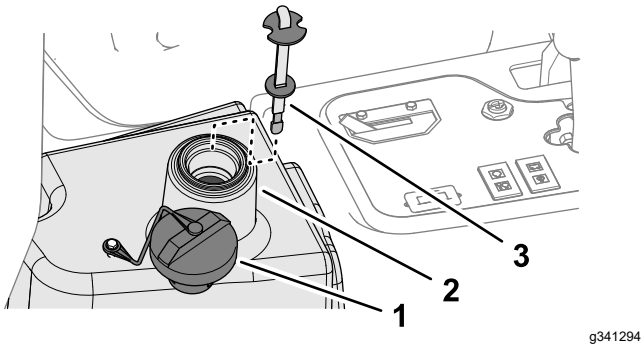

Figuur 87
4. Vul het reservoir (Figuur 87) met ongeveer 22,7 liter hydraulische vloeistof; zie Specificaties hydraulische vloeistof (bladz. 61).